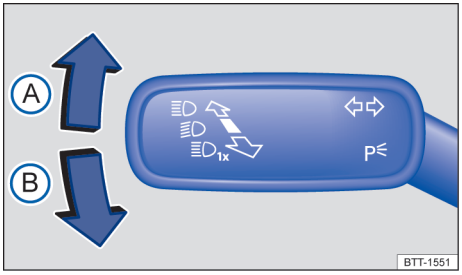

Fig. 84 À gauche sur la colonne de direction : levier des clignotants et de l'inverseur-codes
2. En partant de la position médiane, amenez le levier des clignotants et de l'inverseur-codes dans la position requise → fig. 84.